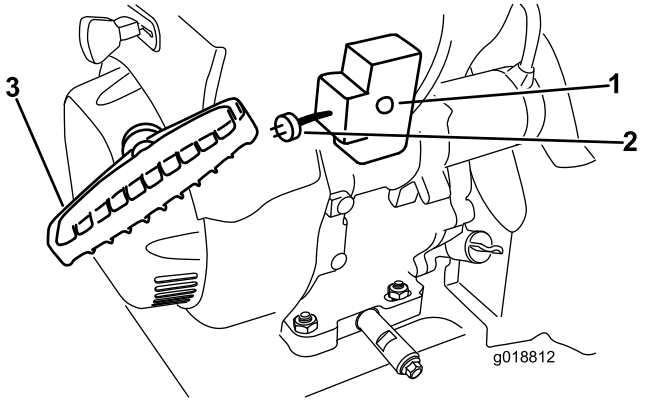

Рисунок 30
7. Запустите машину, потянув за шнур стартера или нажав на кнопку электрического стартера (Рисунок 30).